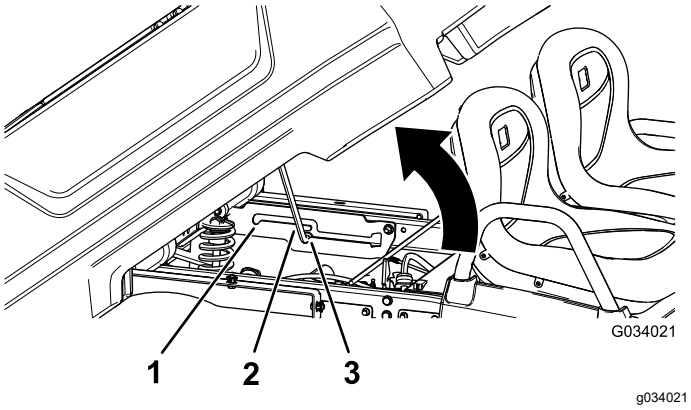

Figur 12
2. Trekk støttestangen inn i sperresporet for tømmeposisjon, og fest planet for tømming (Figur 12).
2. Trekk støttestangen inn i sperresporet for serviceposisjonen, og fest planet for vedlikehold (Figur 12).
2. Trekk støttestangen ut av sperresporet (Figur 12).